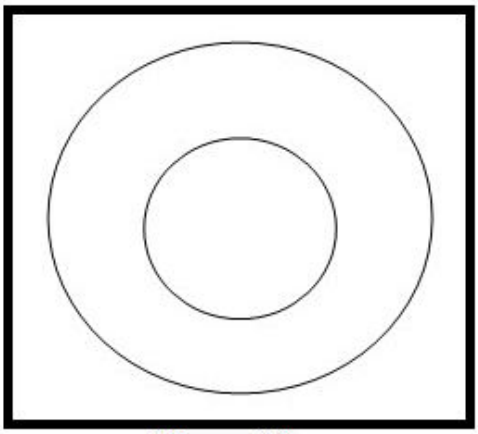

Figure 3.1
- The meaning of two circles shown in the ***figure 3.1.*** Can be understood only after studying the other view. ***The circles may be either projections or holes or both.***